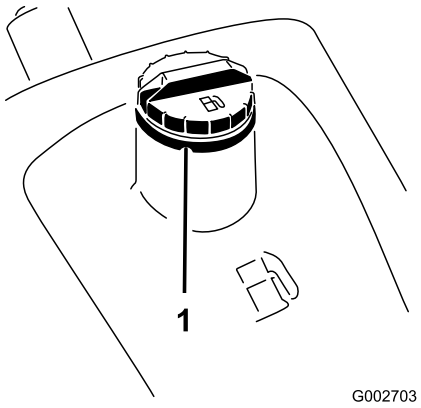

**Figur 14**
1. Rengør området omkring brændstoftankens dæksel (Figur 14).